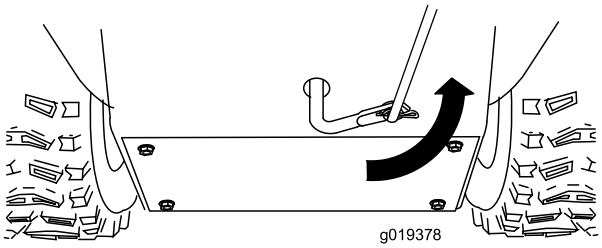

Bild 6
5. Drehen Sie den unteren Gestängearm ganz nach oben (nach links) (Bild 6).